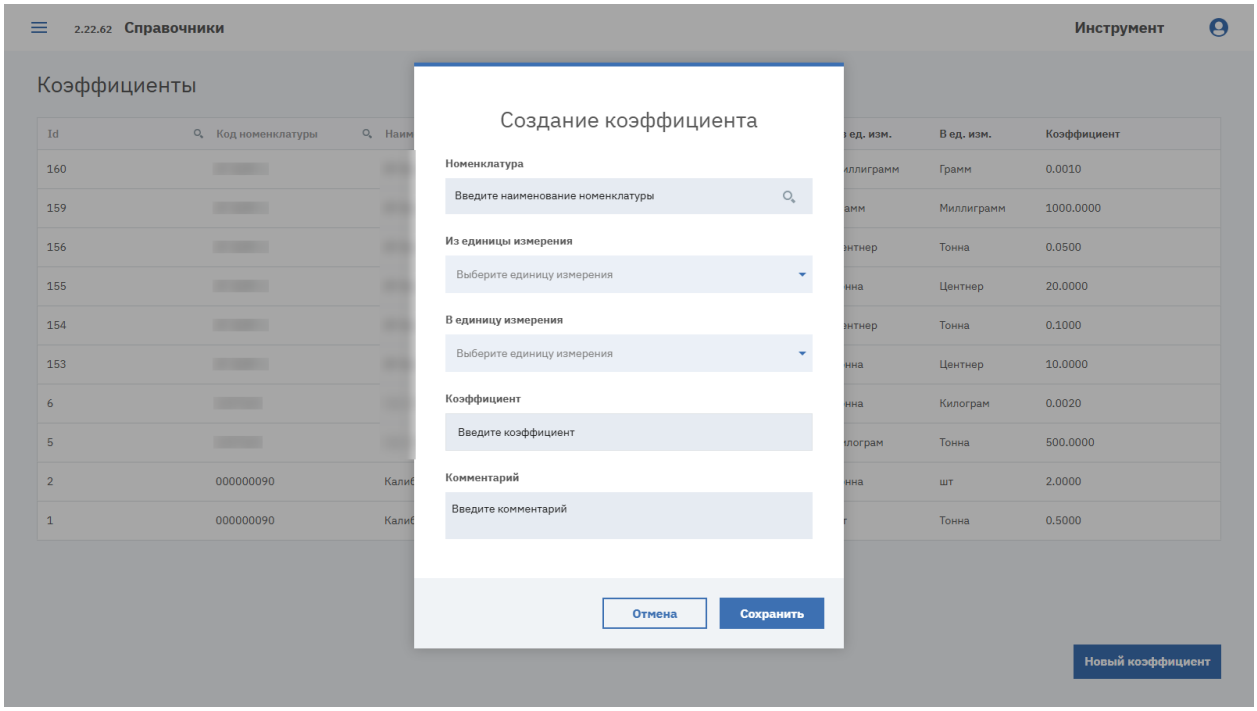

Рисунок 78. Окно «Создание коэффициента»
1. Нажмите кнопку «Новый коэффициент». Откроется окно «Создание коэффициента» (см. Рисунок 78).